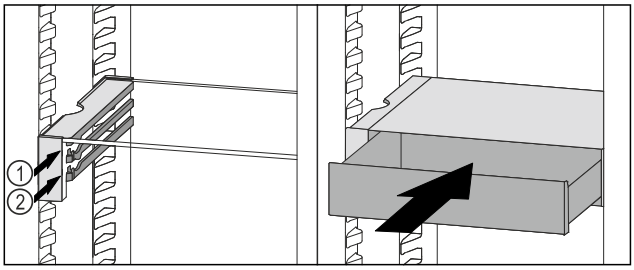

Fig. 168
▶ 将 VarioSafe 抽屉放置在所需肋梁 *Fig. 168 (1)* 或 *Fig. 168 (2)* 上的止动器后面。